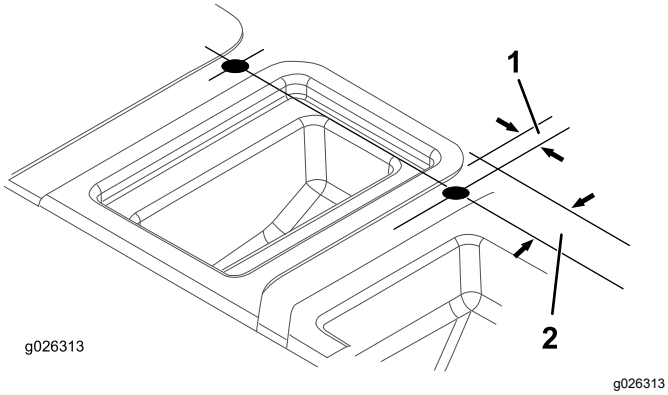

Рисунок 10
5. Используя размеры, показанные на Рисунок 10, определите, отметьте местоположение и просверлите два отверстия (1 дюйм)